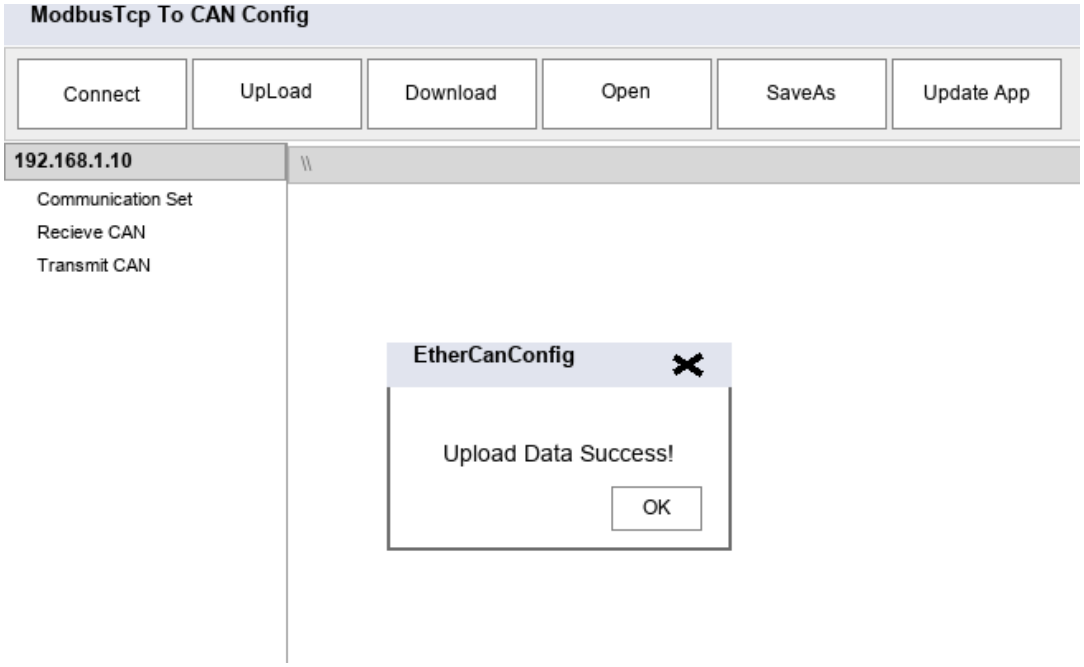

Figure 4.4 Upload successful
3. After connecting, the left column of the software shows the setting list of the connected device. You can click "Upload" to upload the device parameters to the PC. After a successful upload, the information shown in Figure 4.4 is displayed.